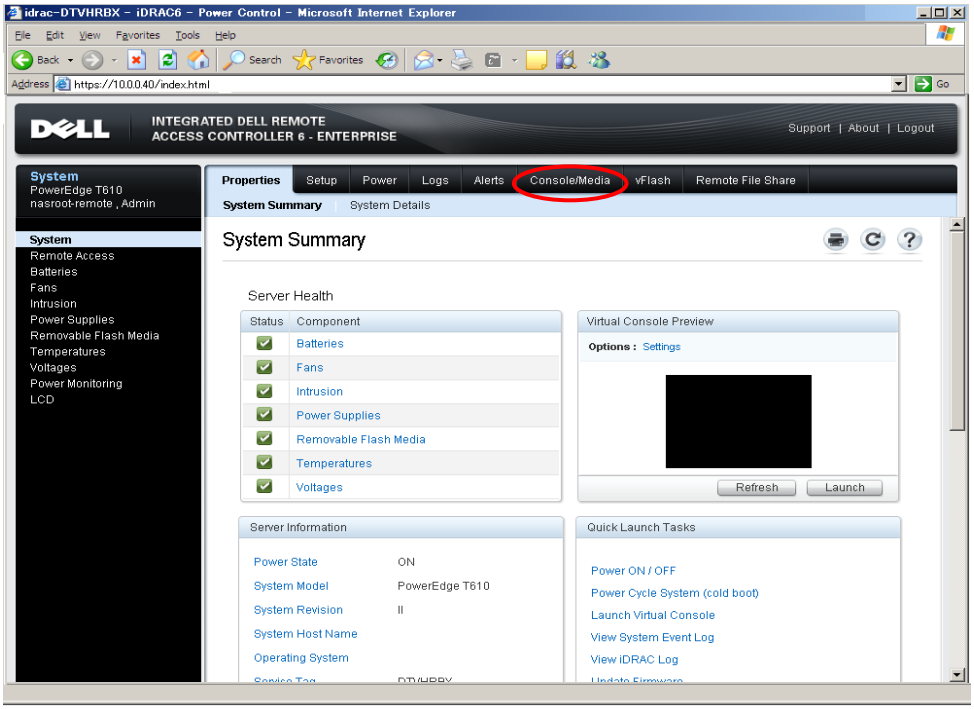

Figure B.1.4-3 System Summary window
(5) Figure B.1.4-3 System Summary window is displayed.